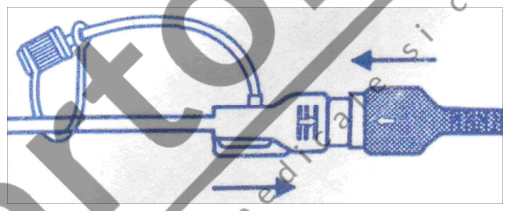

Figura 7-10 Conectați cateterul la cablul de presiune
2) Conectați IUPC la cablul IUP. (Vezi figura 7-10)